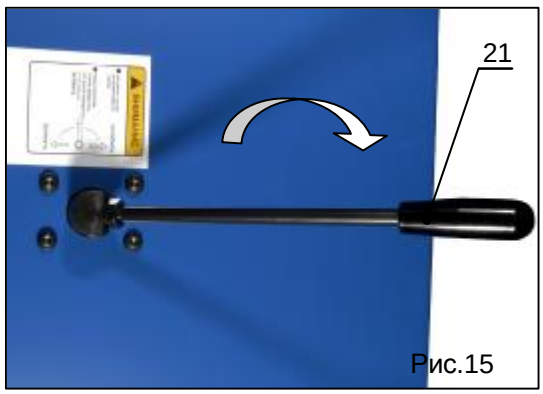

Рис.15
4. Поверните рычаг (поз.21, рис.15) быстрой смены лезвия по часовой стрелке (для ослабления натяжки).